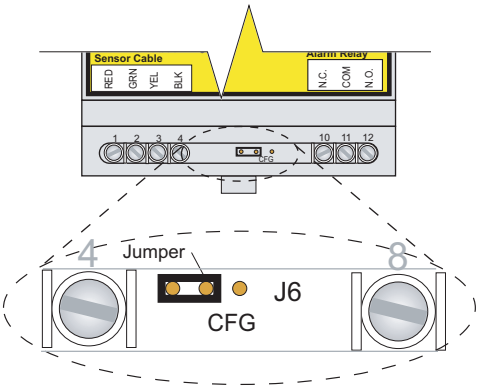

Abbildung 7b. Konfigurationsstecker in Betriebsposition
- Stecken Sie die Konfigurations-Steckbrücke wieder in ihre reguläre Position (Abbildung 7b) oder entfernen Sie sie vollständig (die Steckbrücke wird im normalen Betrieb nicht benötigt).